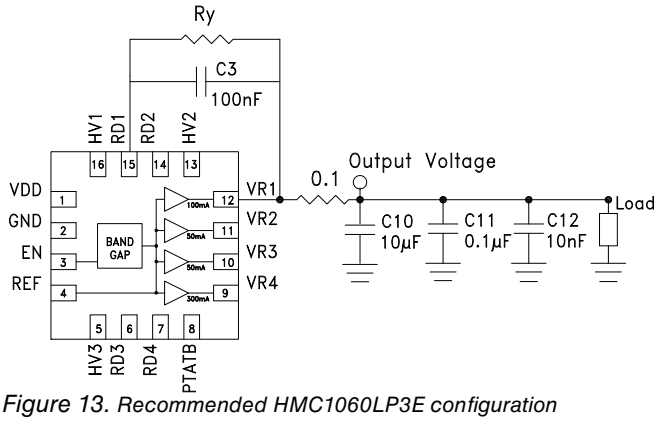

Figure 13. Recommended HMC1060LP3E configuration for supplying output voltage values less than default.[1]
The outputs of the HMC1060LP3E are configured to supply voltages less than the default values, down to 1.8 V minimum, by connecting a resistance (Ry in Figure 13) between pins VRx and RDx (where x = 1,2,3,4). Figure 13 shows an example of configuring VR1 output. Other outputs are configured in exactly the same way (ie. Ry is added between VR2 & RD2, VR3 & RD3 and between VR4 & RD4).
2. To set VR1 = VR2 = VR3 = 1.8 V in with PTAT Mode disabled, external resistance Ry = 21 kΩ shown in Figure 13 is required.